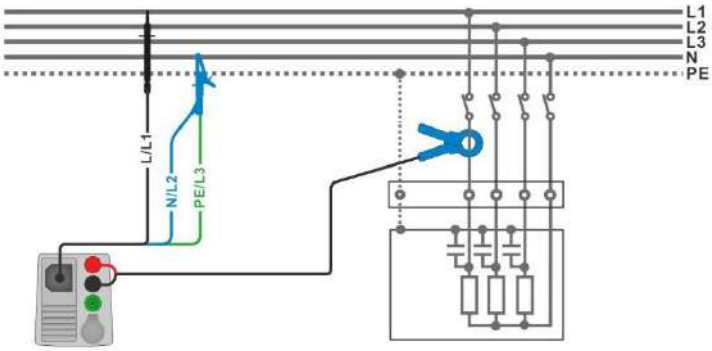

Figure 7.100: Power measurement
- Connect the 3-wire test lead and current clamp to the item to be tested (see ***Figure 7.100***).